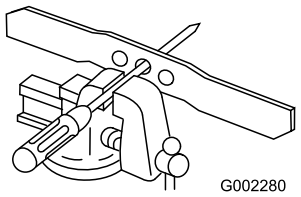

Rysunek 37
1. Sprawdź wyważenie ostrza, umieszczając otwór środkowy ostrza nad gwoździem lub śrubokrętem zaciśniętym poziomo w imadle (Rysunek 37).